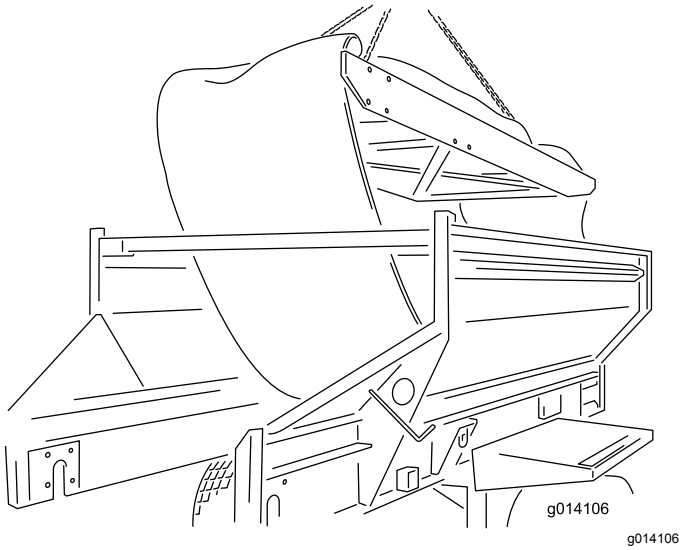

Figur 61
24. Ta ut innsatsen ved å løfte den ut fra toppen av maskinen. Plasser den på bakken (Figur 61).